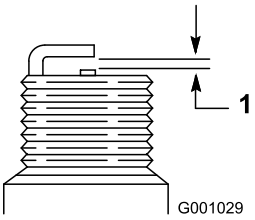

Figur 35
7. Still mellomrommet mellom elektrodene på en ny tennplugg til 0,76 mm (Figur 35).